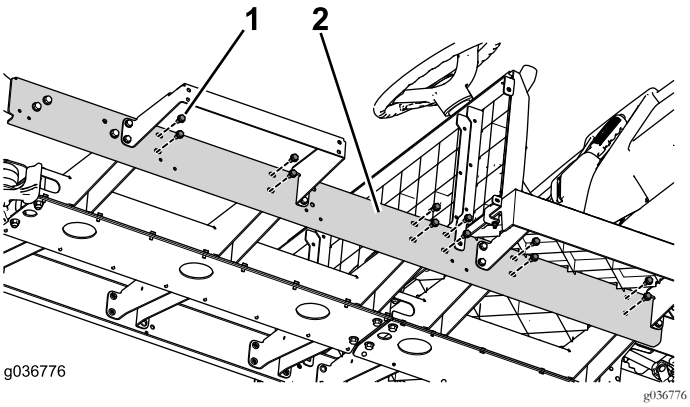

Figuur 79
3. Monteer het overige bevestigingsmateriaal van het kanaal (Figuur 79).